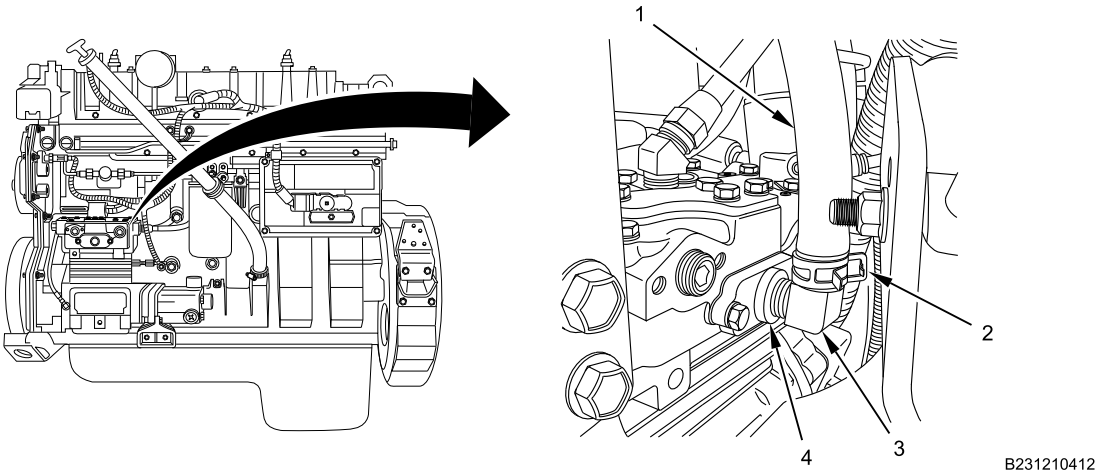

Figure 1. Air Compressor Connection.
1. Loosen clamp (Figure 1, Item 2) and remove air compressor supply air line (Figure 1, Item 1) from fitting (Figure 1, Item 3) on air compressor (Figure 1, Item 4).